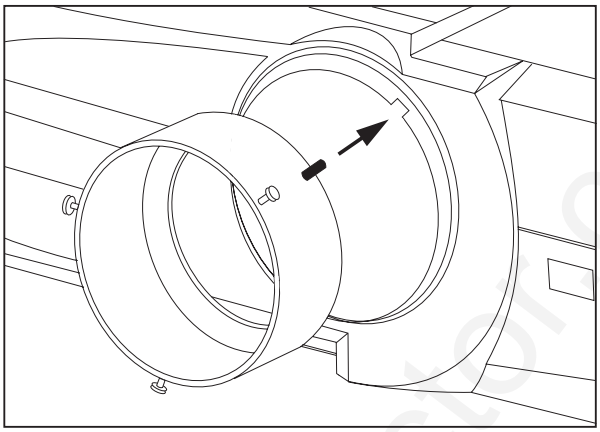

Figure 4-11. Align adapter collar pin to slot in projector
a) Insert the new zoom adapter collar (available separately) into the empty lens area of the projector, aligning the collar pin to the slot in the projector (Figure 4-11). Fully *loosen* all 3 collar thumbscrews.